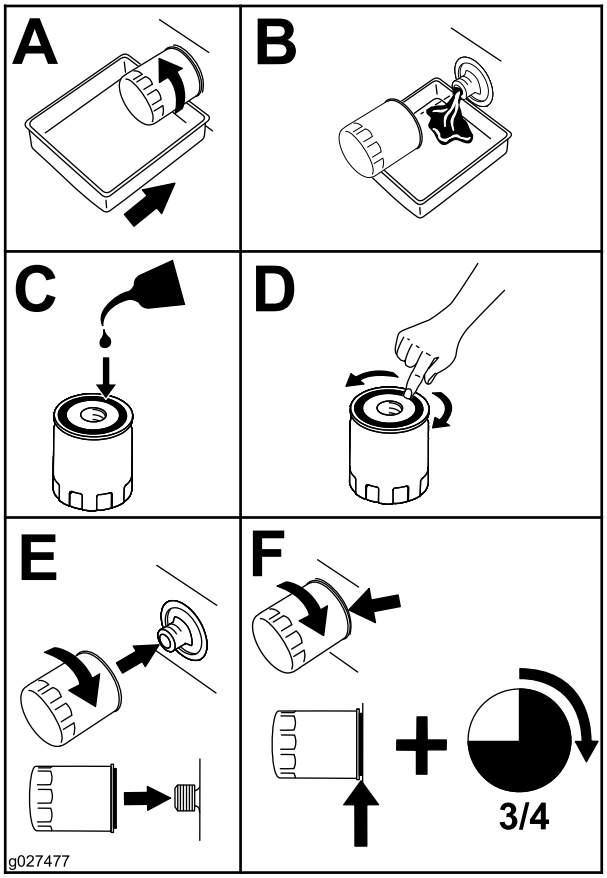

Figur 35
4. Skift ut oljefilteret (Figur 35).